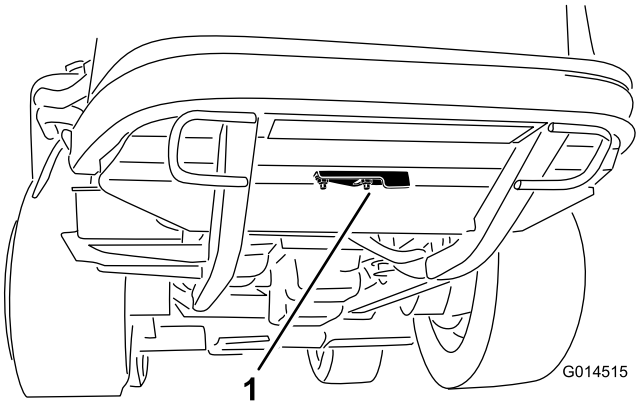

Figur 42
2. Løsn flangemøtrikken, der fastgør renseklappen på undersiden af bagrammen (Figur 42). Drej klappen til side for at få adgang til rensehullet i rammen.